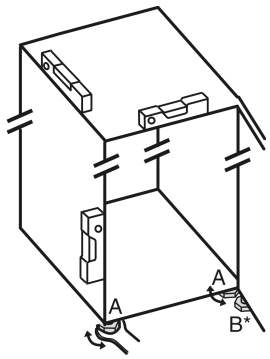

Fig. 24
- ▶ Izmantojot pievienoto uzgriežņu atslēgu un līmeņrādi, izskrūvējiet kājiņas *Fig. 24 (A)*, līdz ierīce ir noregulēta stabilā un taisnā stāvoklī.
▶ Izmantojot pievienoto uzgriežņu atslēgu, izskrūvējiet kājiņu *Fig. 24 (B)* no gultņa balsta, līdz tas atrodas uz grīdas.
▶ Pagrieziet kājiņu *Fig. 24 (B)* vēl par 90°.